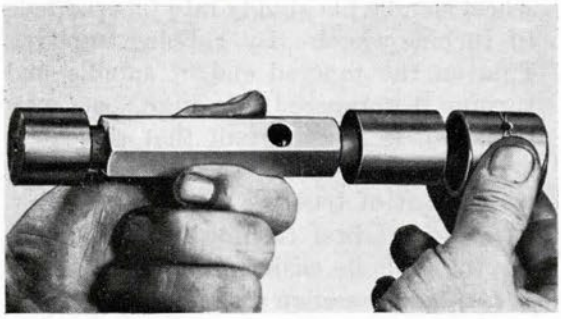

Figure 195
8. Check size of driving-pinion bushings, using GoNoGo plug gage (Fig. 195). **(WE25)**